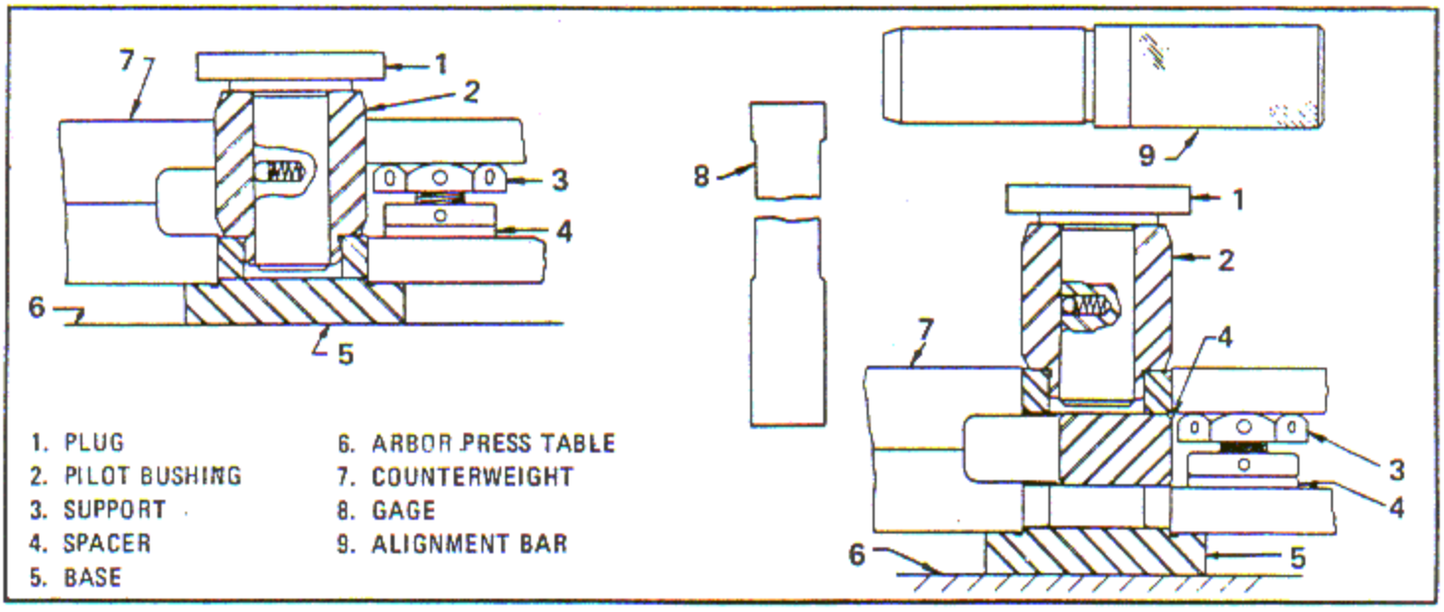
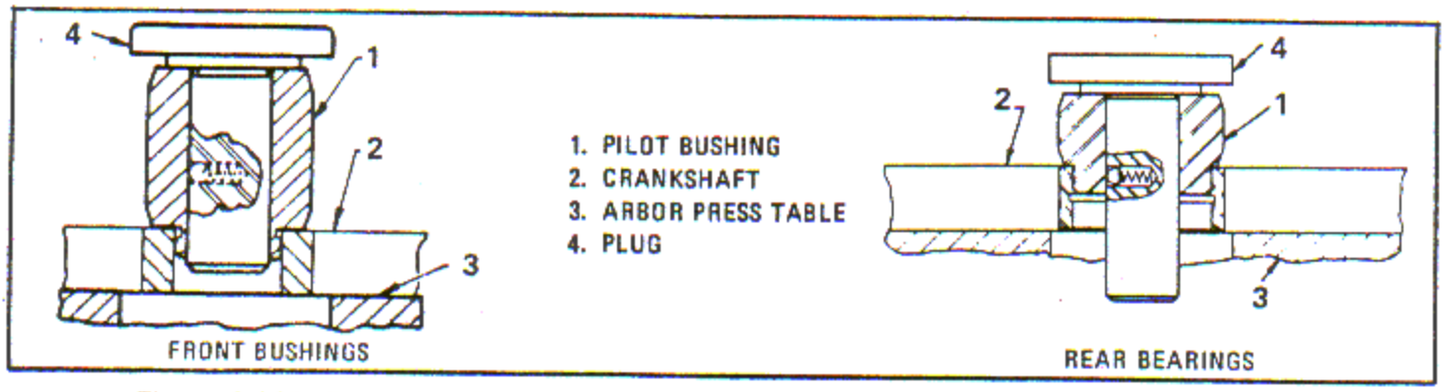

Figure 6-101. Installing Bushings in Front and Rear Counterweights
Figure 6-102. Removing Front Crankshaft Counterweight Bushing and Rear Crankshaft Counterweight Bearing
b. Install support (3, figure 6-101) and spacer (4) in the counterweight slot with the nut clearing the bushing holes as shown.
c. Place the flat side of the counterweight assembly (7) down on proper base (5). Press the bushing in using plug (1) and proper pilot bushing (2), until seated against the base as shown.
b. Place proper base (5, figure 6-101) under the first installed bushing and place spacer (4) on top of the bushing as shown.
c. Press in the bushing using plug (1) and proper pilot bushing (2). Ensure the counterweight bushing has contacted the spacer (4) properly.
d. Check spacing of bushings using width gage (8). Check alignment of bushings using proper alignment bar (9).
6-364. Remove Front Crankshaft Counterweight Bushings. Press out bushings as shown using plug (4, figure 6-102) and proper pilot bushing (1).
6-365. Remove Rear Crankshaft Counterweight Bearings. Press out bearings as shown using plug (4, figure 6-102) and pilot bushing (1).